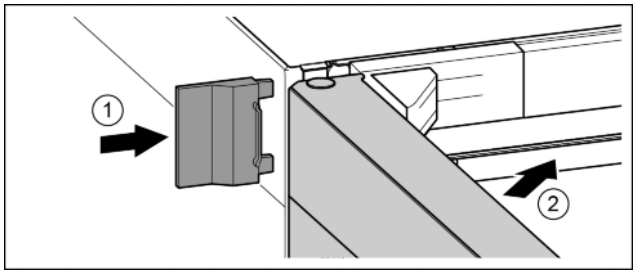

Fig. 23
- ▶ Enfiler le cache extérieur. *Fig. 23 (1)*
- ▶ Fermer la porte supérieure. *Fig. 23 (2)*